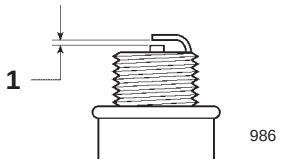

Bild 21
4. Stellen Sie den Elektrodenabstand an der neuen Zündkerze auf 0,50 mm ein (Bild 21).